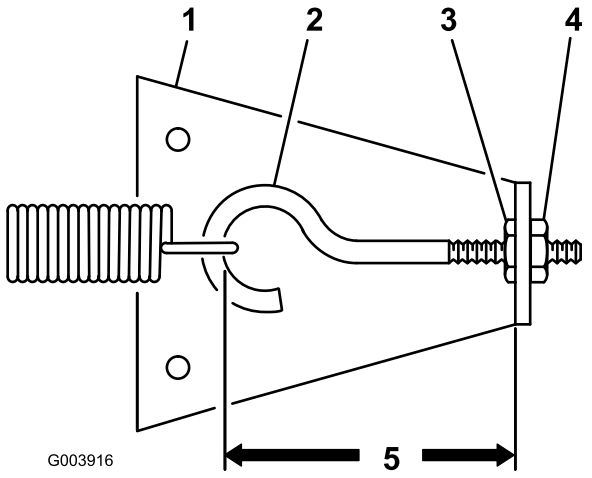

Figur 62
3. Løsn den indre låsemøtrik, der fæstner øjebolten til fjederens ankerplade (Figur 62).
4. Roter den ydre låsemøtrik med uret, indtil afstanden mellem indersiden af øjeboltens løkke og indersiden af fjederankerpladen afkortes 1/8 tomme som vist i Figur 62. Stram den indre låsemøtrik.